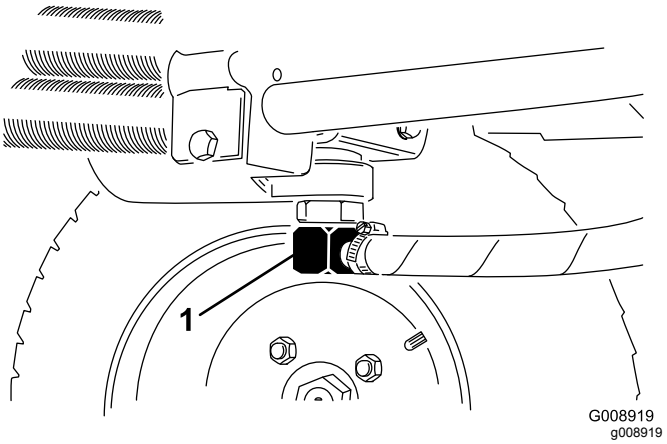
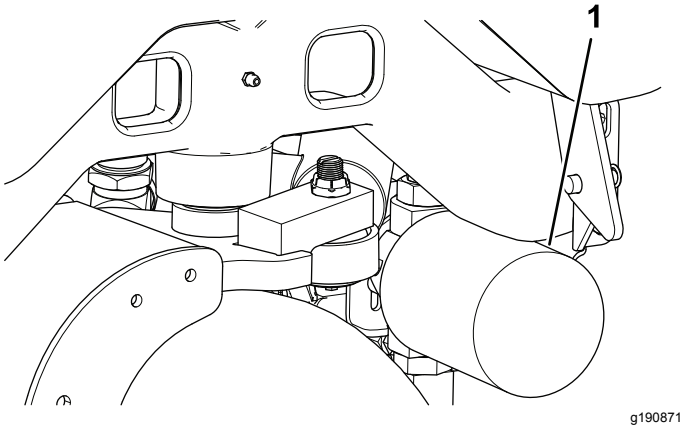

Figur 73
Figur 74
2. Lossa hydraulledningen (Figur 73) eller avlägsna hydraulfiltret (Figur 74) och låt hydraulvätskan rinna ned i ett avtappningskärl.
4. Placera ett avtappningskärl under filtret (Figur 74) och avlägsna filtret.